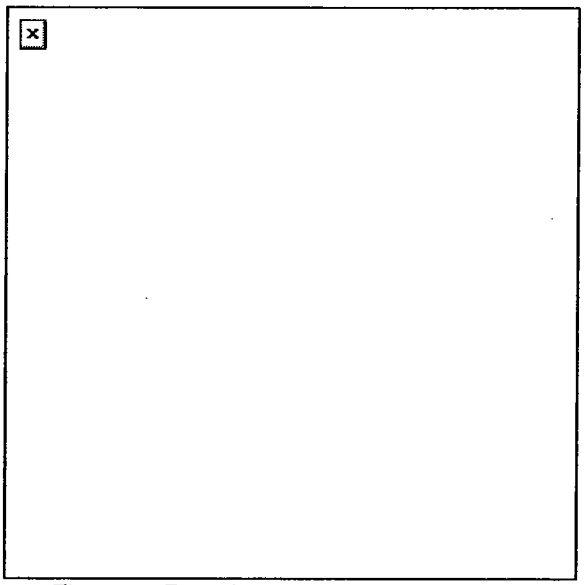

Figure 6. Recoil spring and spring guide.
d. Insert the recoil spring guide into the recoil spring (Figure 6).